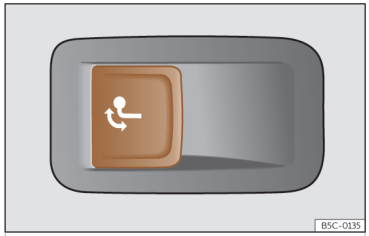

Fig. 189 En el lado izquierdo del maletero: tecla para desbloquear el gancho de remolque.
- Tire de la tecla ››› fig. 189 brevemente. El gancho de remolque se desbloquea eléctricamente y se gira automáticamente hacia fuera. El testigo de control de la tecla parpadea.
- Tire de la tecla ››› fig. 189 brevemente. El gancho de remolque se desbloquea eléctricamente.
- **No pulse nunca la tecla ››› fig. 189 cuando haya un remolque enganchado o vaya montado un portaequipajes u otros accesorios sobre el gancho de remolque.**